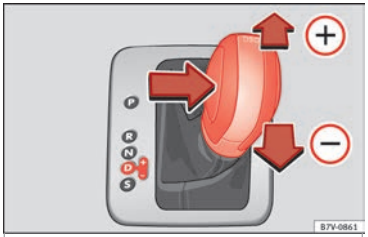

Fig. 203 Selector lever in Tiptronic position (left-hand drive vehicles). The lay-out in right-hand drive vehicles is symmetrically opposed.
- Press the lever forwards (+) or backwards (–) to move up or down a gear ›› **Fig. 203**.